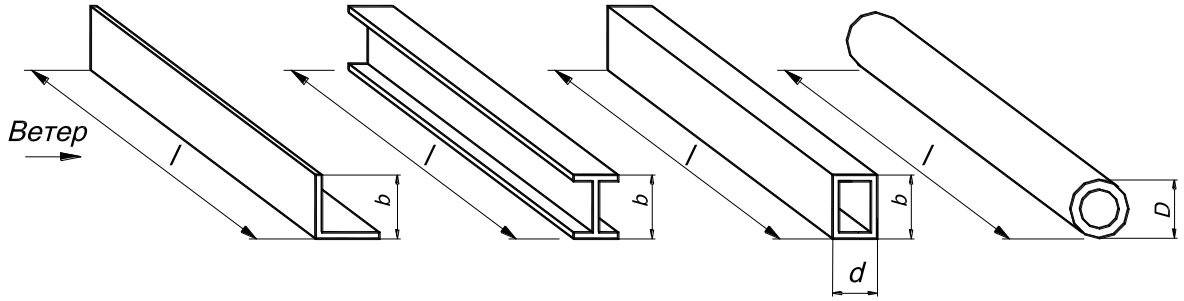

Рисунок 1
- фактическая подветренная площадь груза (например, бетонный элемент конструкции высотой $\boldsymbol{b}$ = 2 м и длиной $\boldsymbol{l}$ = 10 м (Рисунок 1)) $\boldsymbol{A_{факт}}$ = 20 м^2;